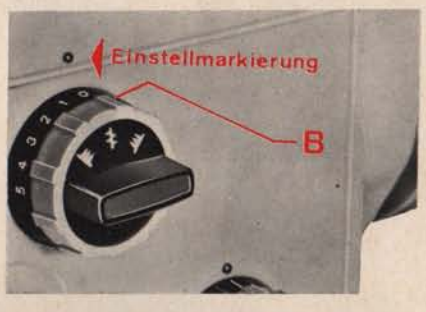

Abb. 17/B
15. Stichlage-Einstellen (Abb. 17/C)